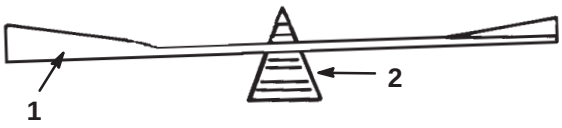

Figure 25
2. Vérifier l'équilibre de la lame en la plaçant sur un équilibreur (Fig. 25). Si la lame reste horizontale, elle est équilibrée et peut être utilisée. Si la lame est déséquilibrée, limer un peu le dos de la lame. Vérifier de nouveau et répéter la procédure jusqu'à ce que la lame soit équilibrée.